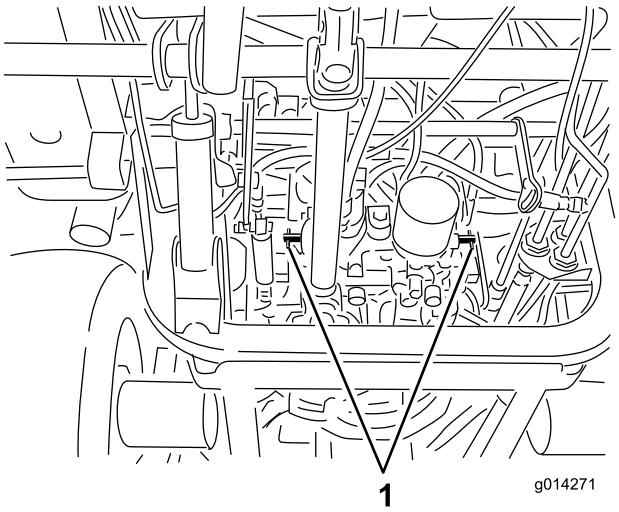

Рисунок 22
4. Поверните каждый перепускной клапан на 1 оборот против часовой стрелки (Рисунок 22).
1. Поверните каждый перепускной клапан на один оборот по часовой стрелке и затяните их вручную (Рисунок 22).
2. Затяните клапаны с моментом приблизительно 8 Н·м, как показано на Рисунок 22.